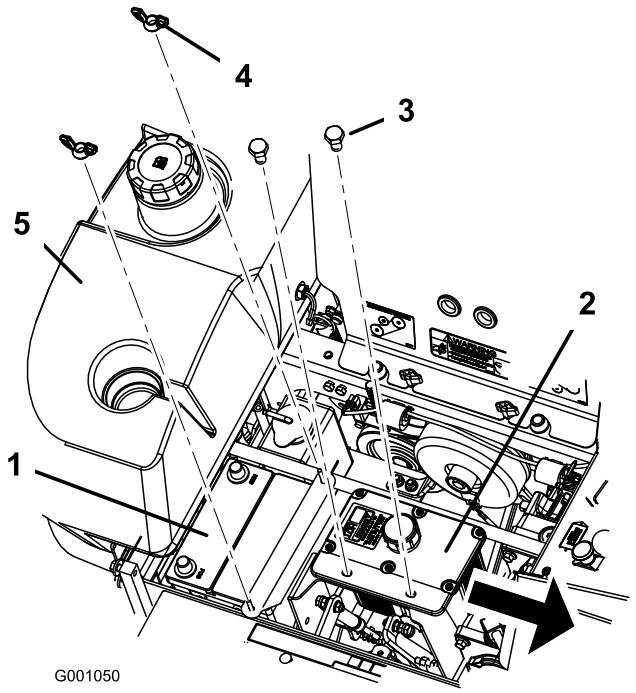

**Figuur 39**
6. Maak beide vleugelmoeren los (1/4 inch) waarmee de accuklembeugel is bevestigd (Figuur 39.
7. Draai de twee bouten los waarmee de hydraulische tank is vastgezet (Figuur 39).
1. Plaats de accu in een bak met de accupolen van de hydraulische tank af (Figuur 39).
6. Zet de accu vast met J-bouten, een bevestigingsband, 2 ringen (1/4 inch) en 2 vleugelmoeren (1/4 inch) (Figuur 39).